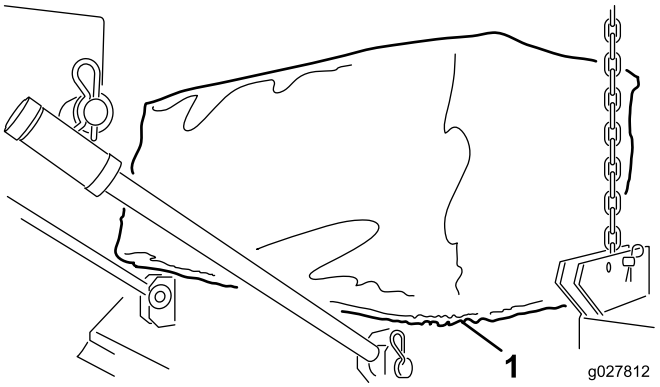

**Рисунок 4**
4. Установите кольцо полотна вокруг выступа пылесоса Versa Vac и отверстий деки (Рисунок 4).